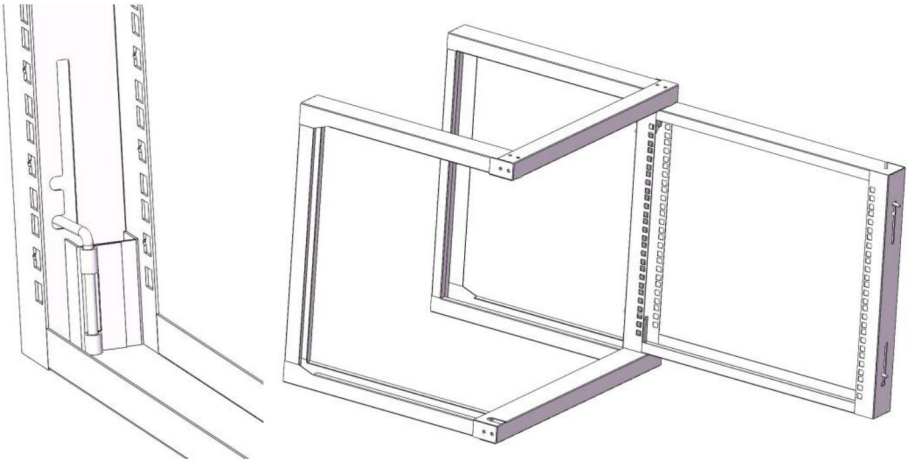

Figura 4
4. Coloque el juego de puertas (3) en la posición del marco que se muestra, luego bloquee uno por uno los 2 pestillos de la puerta del lado derecho del juego de puertas (3) en el estante, asegurándose de que la puerta se pueda abrir y cerrar sin problemas. Vea la figura 4.